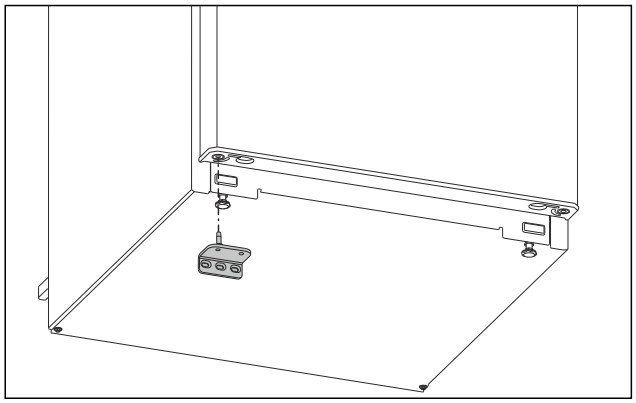

*Fig. 16*
- ▶ Insert the lower swap bearing block on the opposite side. (see Fig. 16)